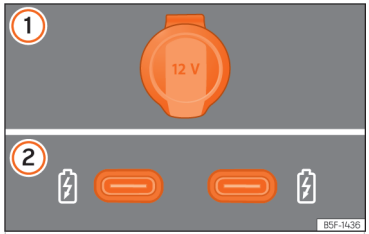

**Fig. 164** Vehicle 12-volt socket.
››› Fig. 164
Depending on the equipment and the country, the vehicle may also have USB connections **exclusively for charging or as a power socket** ››› Fig. 164 ②.